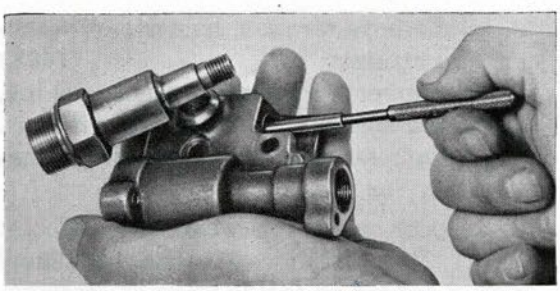

Figure 286
(d) Lap hole with oil (C) until it shows a well polished surface (Fig. 286).